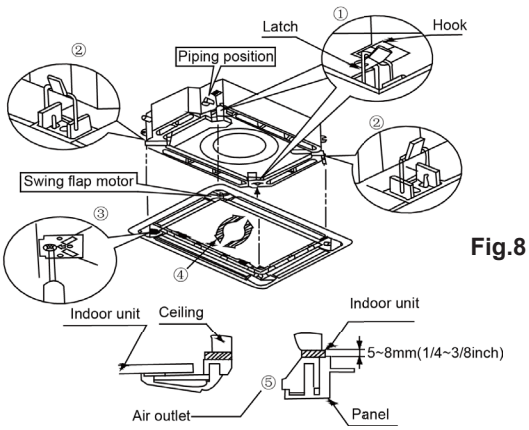

Fig.8
(2) Place the panel at the unit, and latch the hooks beside and opposite the swing flap moto .
(3) Latch other two hooks.
(4) Tighten four hexagonal screws under the latches about 15mm.
(5) Adjust the panel along the direction indicated by the arrow as shown in Fig.8.
(6) Tighten the screws until the thickness of the sealing material between the panel and the indoor unit reduces to 5-8cm.